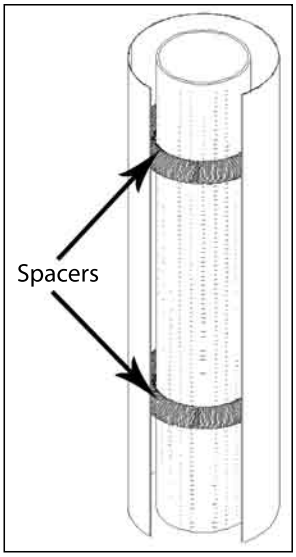

Figure 18: Spacers on Flex Pipe.
Install two (2) spacers around the flex pipe (see Figure 18). Slide the horizontal section of pipe over the flexible liner and install through the wall thimble, ensure that this portion of pipe slides onto the vent termination cap. Slide the inside finished collar over the horizontal section of pipe and secure to wall using the screws provided. Slide the 90° elbow over the flex pipe. Stretch the flex liner to a length long enough to ensure the flex liner can be easily connected to the flue outlet of the appliance. Install the remaining spacers over the flexible liner and install the vertical section of pipe**. (DO NOT SLIP THESE SECTIONS OF PIPE TOGETHER, YOU WILL REQUIRE SOME MOVEMENT IN THESE PIPE SECTIONS IN ORDER TO SECURE THE FLEX PIPE TO THE FLUE OUTLET ON THE APPLIANCE.)**